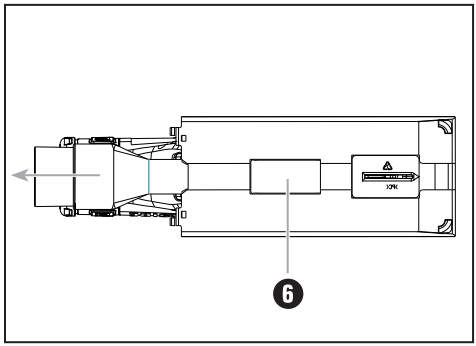

Rys. 2: Demontaż króćca wyciągu
- Naciśnij kciukiem miejsce zaznaczone na rys. 2, by odryglować króciec odciągu ❻. Drugą ręką wyciągnij króciec odciągu ❻ w kierunku strzałki z urządzenia.